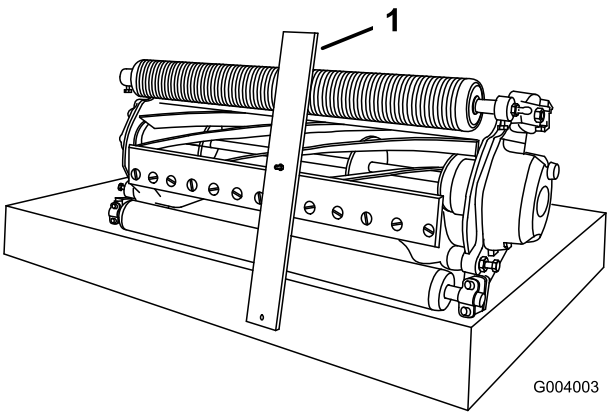

Figur 16
3. Haka på skruvhuvudet på underknivens skäregg och vila stångens bakände på den bakre rullen (Figur 16).